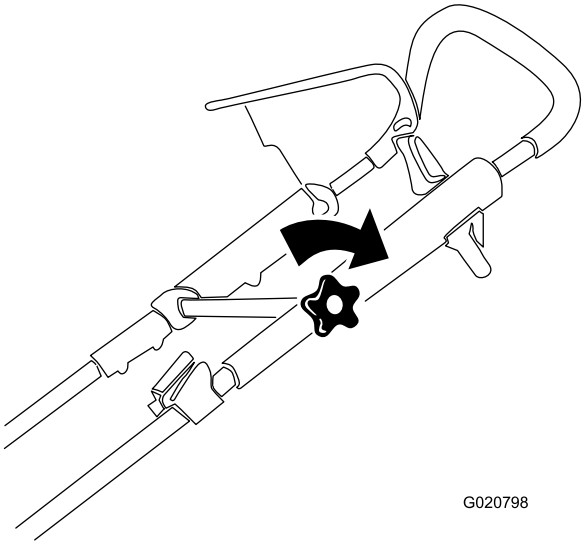

Figuur 4
3. Beweeg de bovenste handgreep naar de gewenste stand en draai de bovenste handgreepknop stevig vast (Figuur 4).